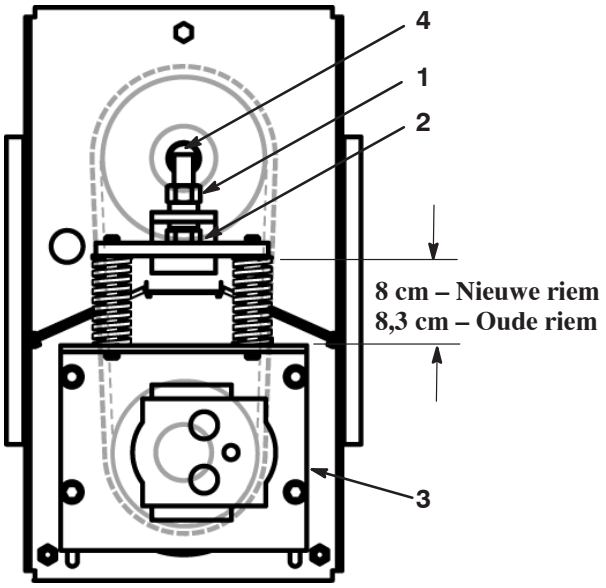

Figuur 66
5. Draai de spanbout aan totdat de veren zo ver zijn samengedrukt als wordt getoond in figuur 66.
- Draai de (4) flenskop-tapbouten en de ringen aan om de ophangplaat van de motor vast te zetten aan het maaidek.
11. Draai de spanbout aan totdat de veren zo ver zijn samengedrukt als wordt getoond in figuur 66.